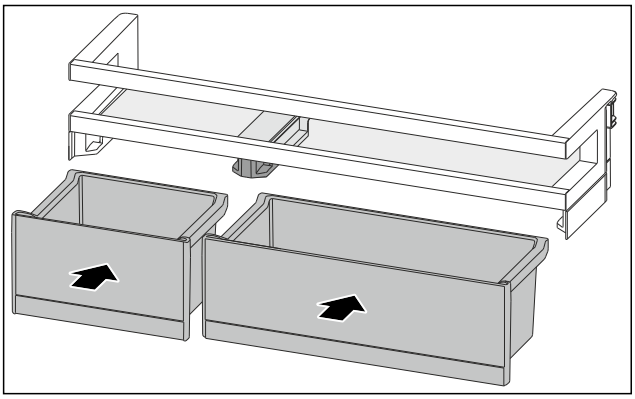

Fig. 157
▶ Installer les VarioBoxs dans l'agencement inverse. (voir Fig. 157)